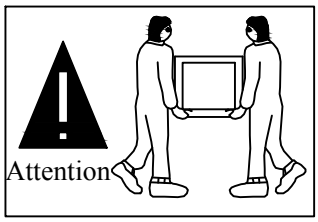

Figure 5
2. Professional knowledge required to assemble the flat panel TV and the wall mount and need at least 2 people to finish this mounting procedure (Figure 5), Do not attempt to assemble this wall mount independently to avoid incorrect assembly or any possible injury this may cause.
Step 4: Hang assembled display on the Wall Plate (A).